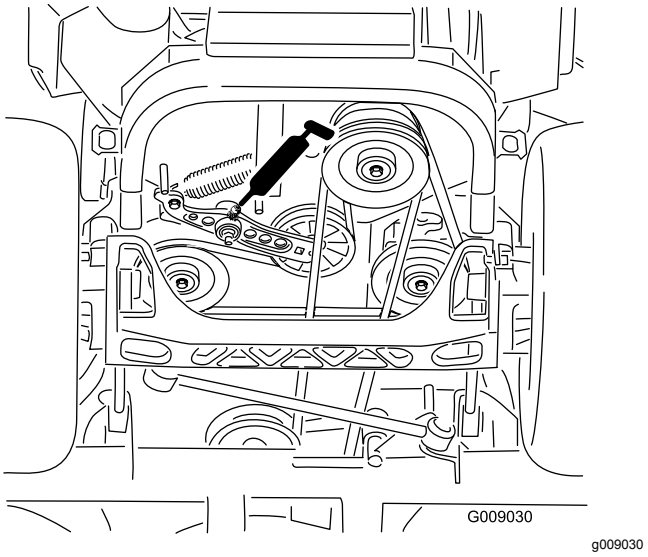

Figure 55
6. Graissez les bras de la poulie de tension de la courroie d'entraînement (Figure 55).